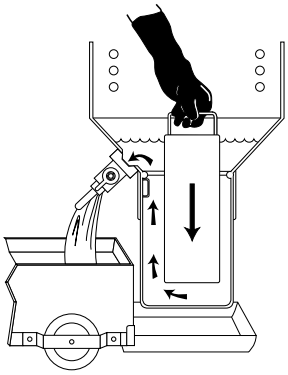

Рисунок 8
9. Вставьте вытеснитель в коллектор фритюрницы, чтобы вытянуть жир для жарки из коллектора вверх и вывести его через сливной клапан (рисунок 8).